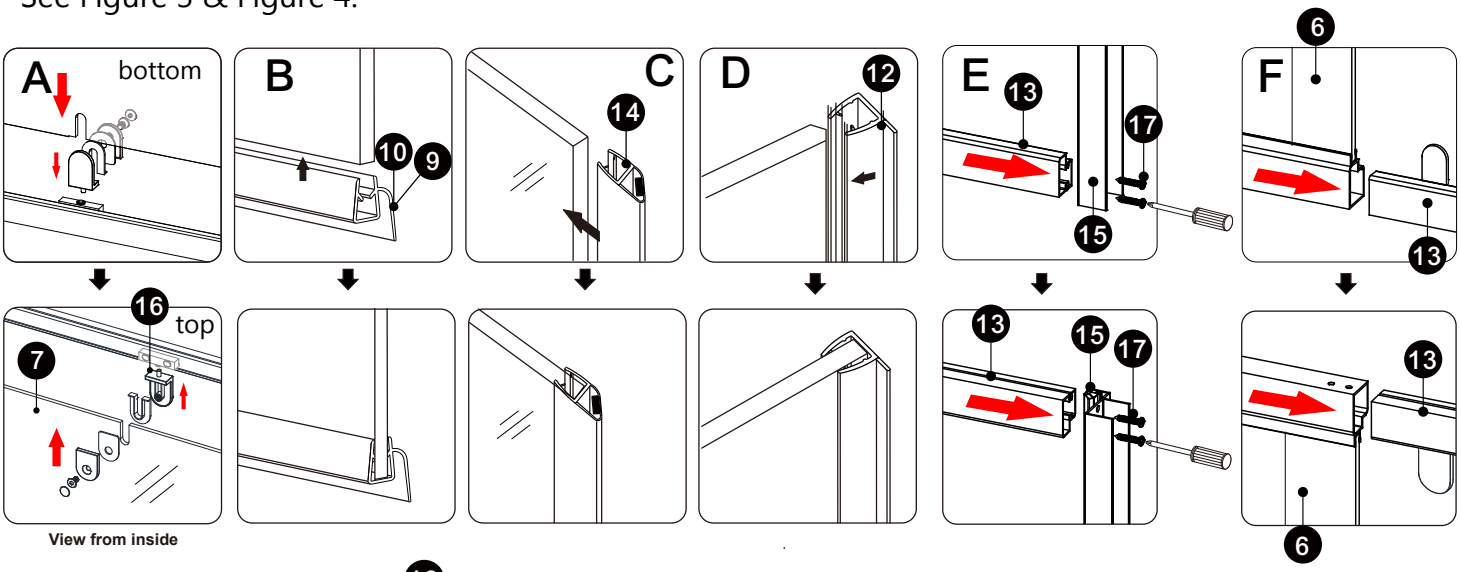
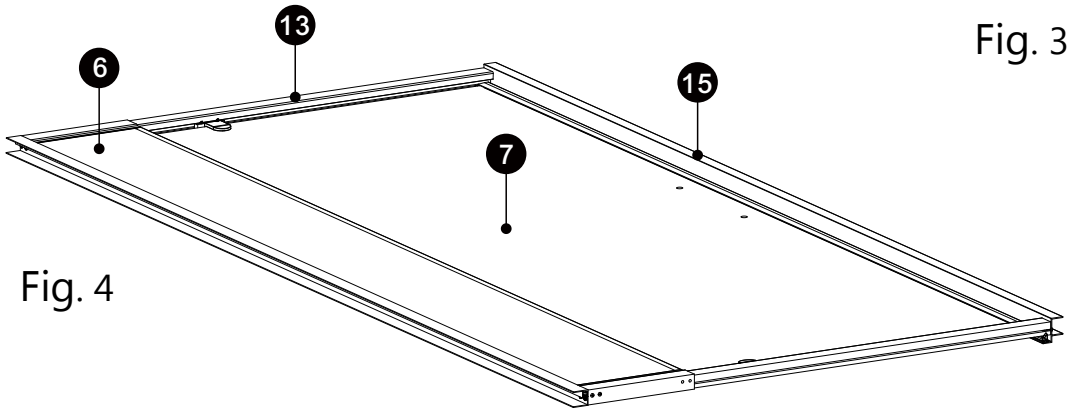

Fig. 3
Fig. 4
C. Install **magnetic stripe (14)** on the vertical edge of the door panel. See Figure 3.
D. Install **F- seal (12)** on the vertical edge of the fixed panel.
E. Insert the right ends of the top and **bottom Aluminum A extrusions(13)** into **Aluminum B (15)**, then fasten with **ST3.5x20 screws (17)**.
F. Insert the left ends of the top and **bottom Aluminum A (13)**into the **fixed panel (6)**.
See Figure 3 & Figure 4.